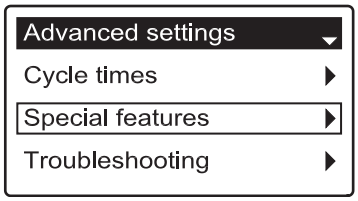

FIG. 62
3. Press the SELECT (○) button to display the Advanced settings menu (See Figure 62).